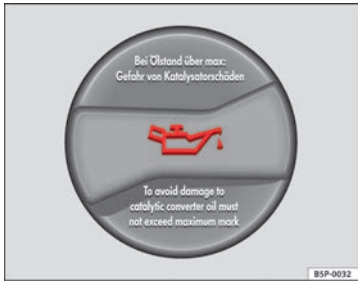

Fig. 125 In the engine compartment: Engine oil filler cap
– Unscrew cap from oil filler opening ⇒ fig. 125.
– As soon as the oil level is in area (B), carefully close the cap.